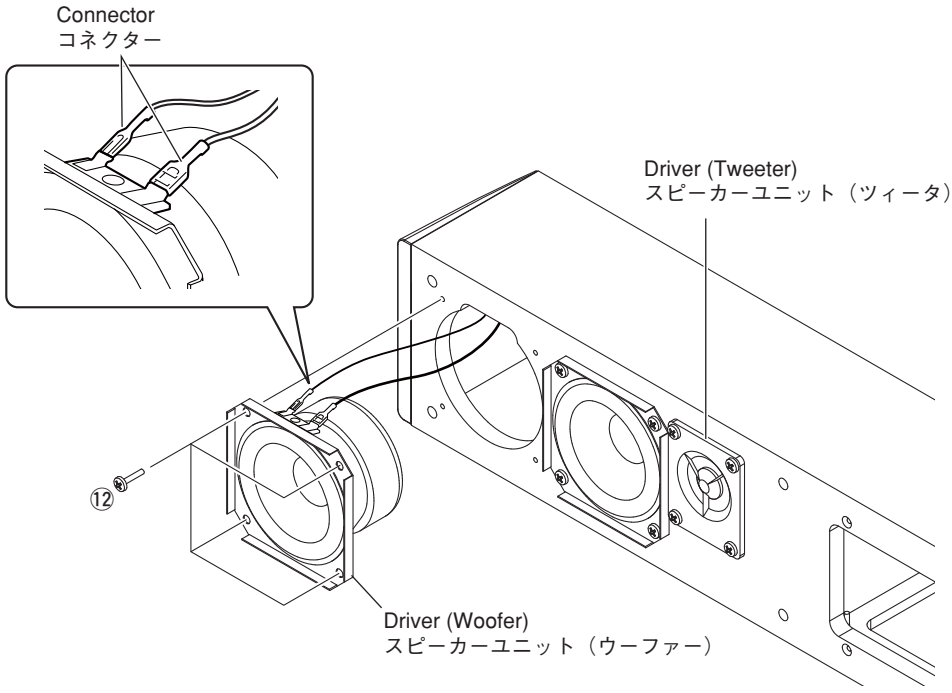

Fig. 4
a. Remove 4 screws (⑫). (Fig. 4)
b. Pull out the driver. (Fig. 4)
c. Disconnect the connector connected to the terminal of the driver. (Fig. 4)
d. Remove the driver. (Fig. 4)
a. ⑫ のネジ 4 本を外します。 (Fig. 4)
b. スピーカーユニットを引き出します。 (Fig. 4)
c. スピーカーユニットの端子からコネクターを外します。 (Fig. 4)
d. スピーカーユニットを取り外します。 (Fig. 4)